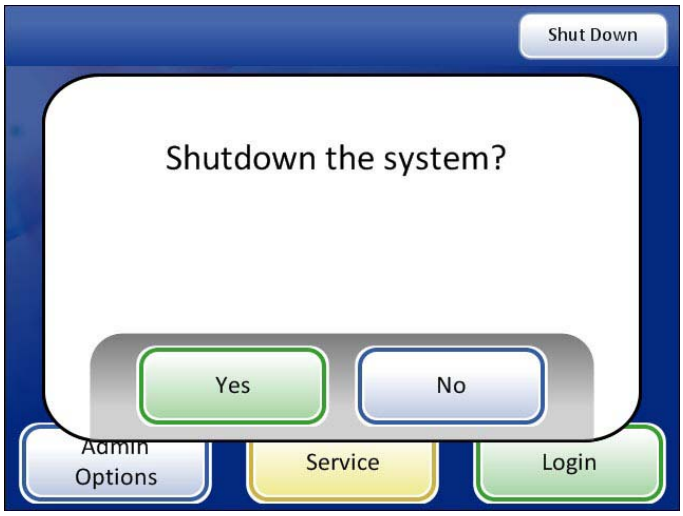

Figure 2-10 Confirm Shutdown
3. A confirmation prompt is displayed. (See Figure 2-10.)